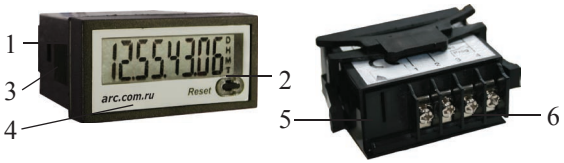

Рис. 1
b. Установите прибор в отверстие. С помощью крепления 1 (см. рис. 1) прибор также может быть установлен в щит.